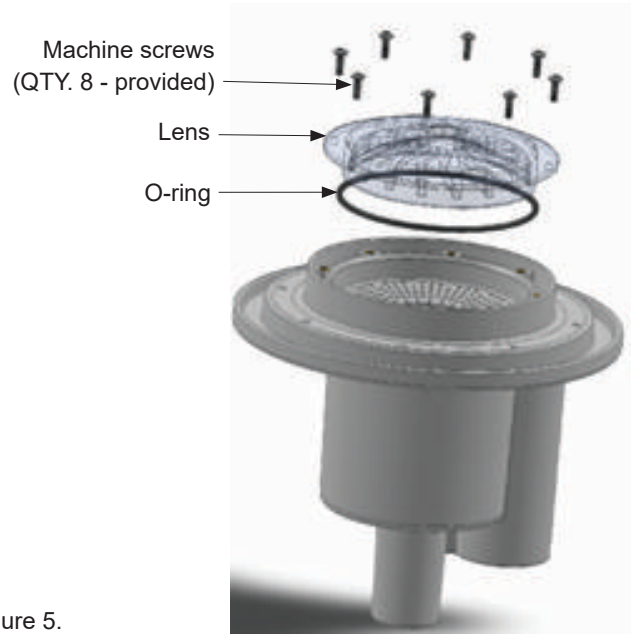

Figure 5.
9. Install an O-ring on the lens and install the lens over the top of the niche using the supplier machine screws. Secure the lens with the eight 8-32 x 1/2-inch machine screws (provided), see Figure 5. Using a No. 2 Philips head screwdriver, tighten each retaining screw to **10 (minimum) - 15 (maximum) in-lbs** to secure the lens on the niche. DO NOT OVER TIGHTEN THE SCREWS. DO NOT ASSEMBLE WITH POWER TOOLS. Over tightening or using a motorized screwdriver on the lens screws can over torque the screw threads and damage the niche housing and/or lens.